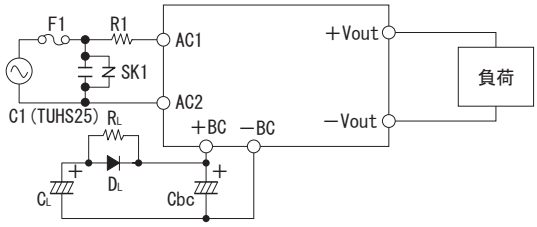

図5.5　長保持時間接続
■図5.5のように接続することで、電源の保持時間を長く設定することができます。C_Lへの充電電流は1[A]程度となるようR_Lの設定をお願いします。D_Lは600[V]以上の耐圧品をお使いください。詳細はお問い合わせください。